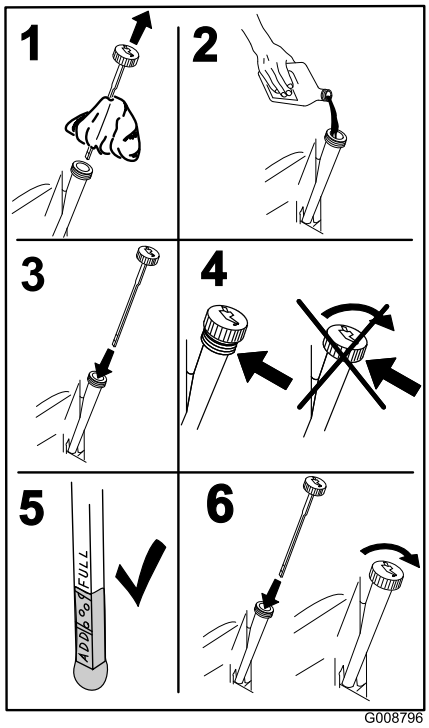

Figur 52
5. Slå langsomt cirka 80 % av den spesifiserte oljen ned i påfyllingsrøret, og tilfør sakte resten av oljen til den når **Full**-merket (Figur 52).